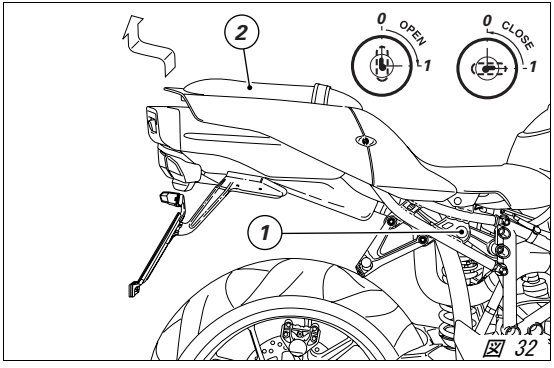
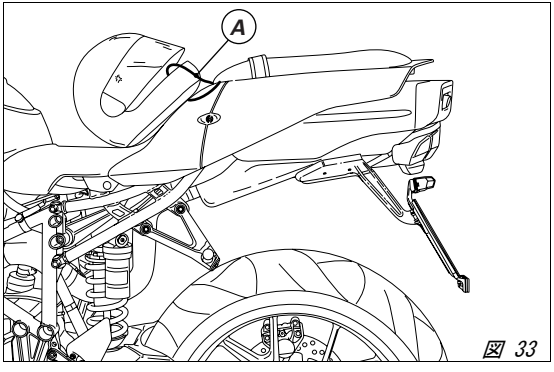

図 32
図 33
**開き方**（図 32 および図 33）
ヘルメットを下げ（図 33）、シートを元の通りに固定します。